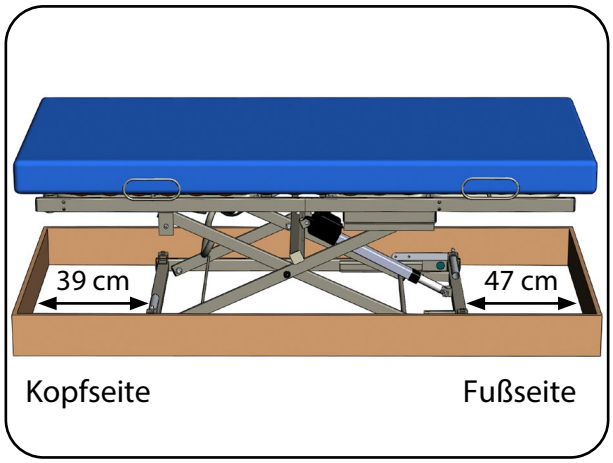

Abb. 6.1.02 - Position des Scherenhubs im Bettrahmen
1. Stellen Sie den Scherenhub mit dem Antrieb zur Fußseite, entsprechend der Abbildung 6.1.02 in den vorhandenen Bettrahmen.